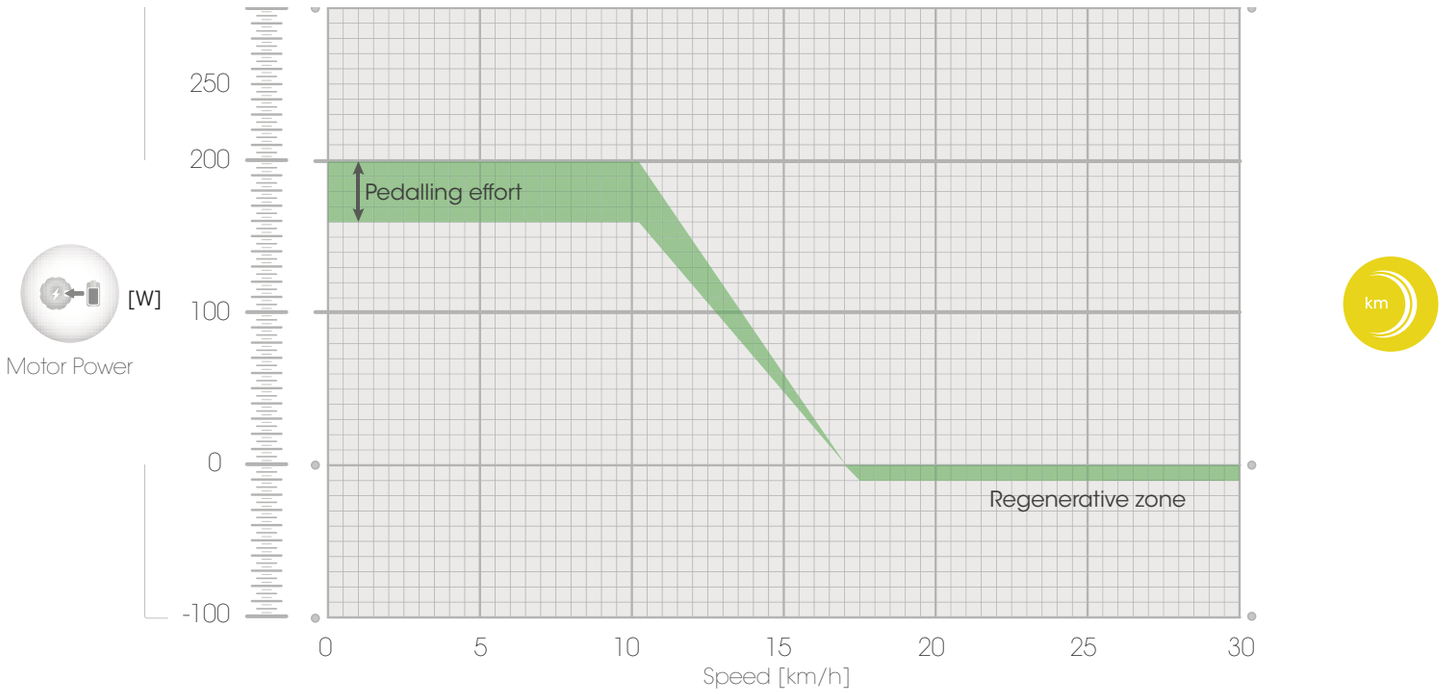

Abbildung 13: Motorunterstützung / Regenerative Zone im Range 2 Modus
- Range 2 (Abbildung 13): Dieser Power Modus ist ein Hybrid und reagiert auf die Neigung der Straße (siehe Range 1). Die Unterstützung des Motors ist sanfter als bei Range 1 und die Geschwindigkeit, bis zu der unterstützt wird, ist ein wenig niedriger, sodass Ihre Reichweite auf bis zu 70 km* erhöht werden kann.